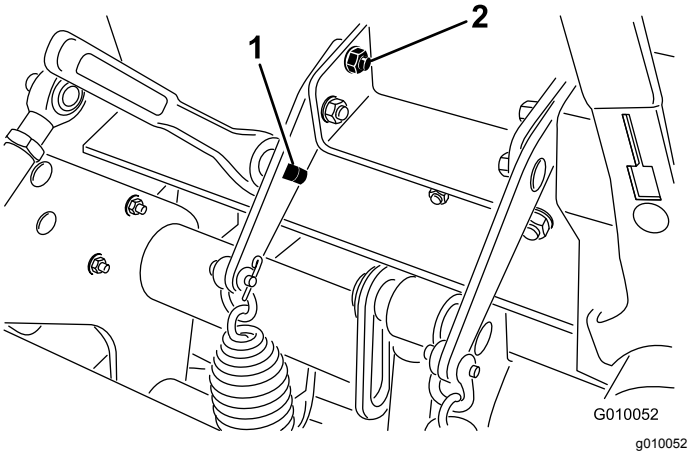

Figur 30
3. Sæt en skraldenøgle på 1/2 tomme eller et ledhåndtag ind i det firkantede hul i fjederpladen (Figur 30).